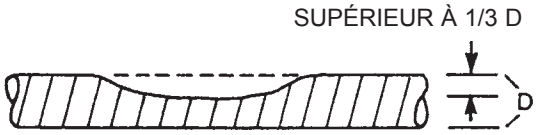

Figure : 5-2 – Réparation nécessaire. Dommage important sur la conduite en raison d'un choc ou d'un écrasement
a. La conduite a été écrasée ou cabossée de manière importante (Figure : 5-2).